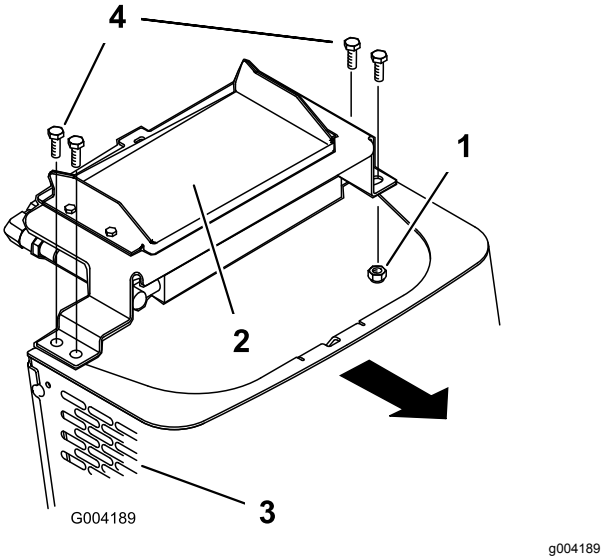

Figuur 29
6. Verwijder de borstbouten en moeren waarmee de oliekoeler aan de bovenzijde van het voorscherm is bevestigd (Figuur 29).